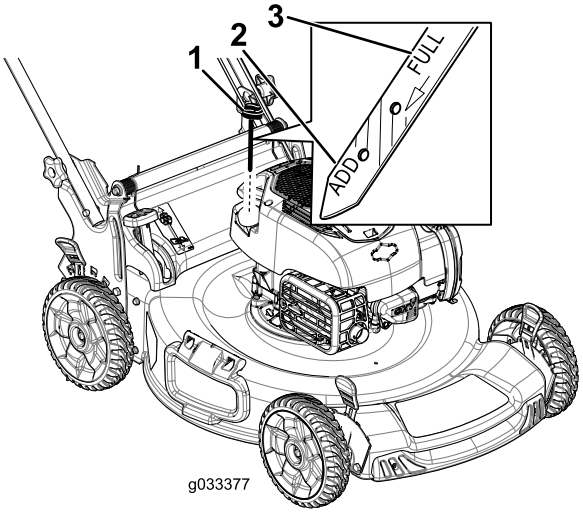

Figur 14
2. Ta ut oljestickan, torka av den och sätt sedan tillbaka den ordentligt (Figur 14).
3. Ta ut oljestickan och kontrollera oljenivån (Figur 14). Om oljenivån är under markeringen **Add** på oljestickan fyller du långsamt på olja i påfyllningsröret så att nivån höjs till markeringen **Full** på oljestickan. **Fyll inte på för mycket.**